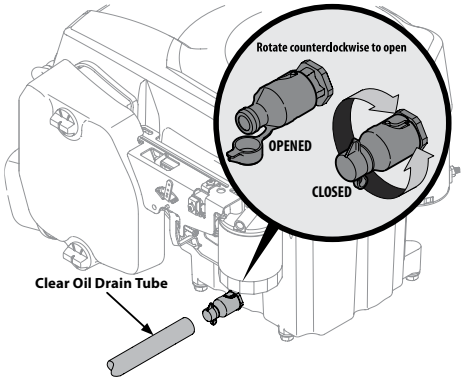
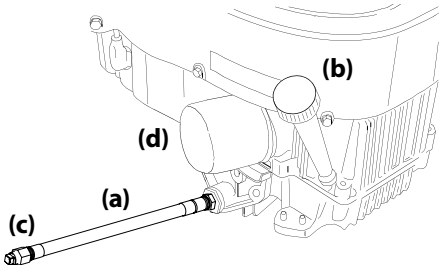

Figure 4-1
Figure 4-2
4. Your engine is equipped with either a twist-and-pull oil drain (see Figure 4-1 and go to Step 5.) or a removable oil drain hose plug (see Figure 4-2 and go to Step 6.) Follow the applicable instructions for your tractor.
5. Twist-and-pull oil drain (refer to Figure 4-1):
6. Removable oil drain hose plug (See Figure 4-2):
a. While holding the free end of the oil drain hose (a) over the oil collection container, unscrew the square head hose plug (c) from the end of the oil drain hose (a) . See Figure 4-2. Drain the engine oil into the collection container.